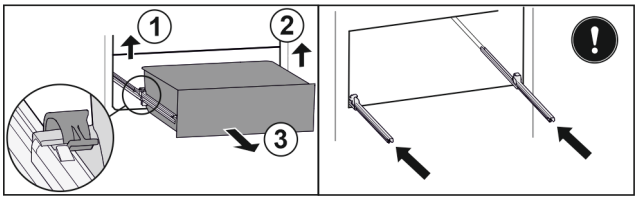

Fig. 114
- ▶ Lift left clamp and simultaneously pull drawer forwards on the left. *Fig. 114 (1)*
- ▶ Lift right clamp and simultaneously pull drawer forwards on the right. *Fig. 114 (2)*
- ▶ Remove drawer to the front. *Fig. 114 (3)*